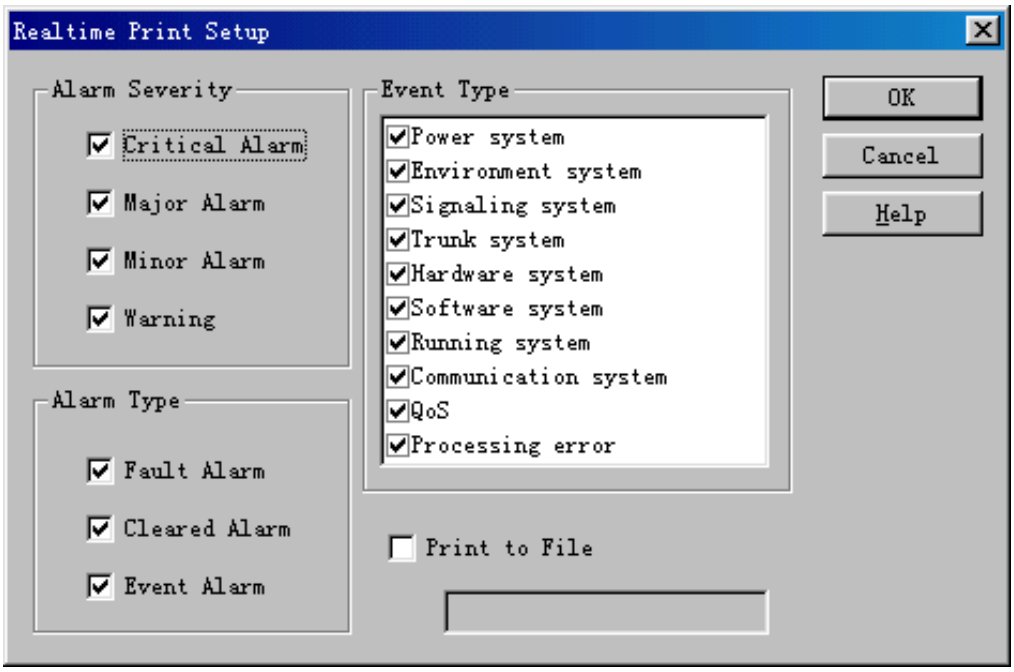

Figure 5-11 Realtime Print Setup dialog box
1) Select **System** -> **Realtime Print Setup**. The **Realtime Print Setup** dialog box opens up as shown as Figure 5-11.